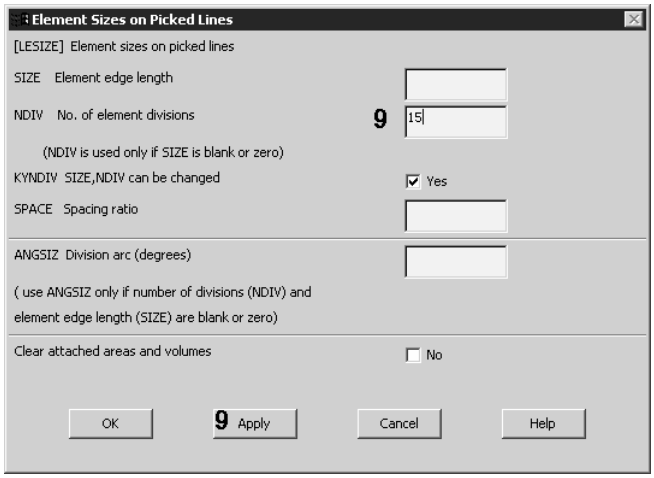

图 20.12 对线进行网格控制
8. 对端面上的线进行分网控制。在网格划分工具对话框(Mesh Tool)中的尺寸控制(Size Controls)区中，单击 Lines (线单元)的 Set 按钮，将弹出 Element Sizes on Picked Lines (选定线的单元尺寸定义) 拾取对话框。在图形输出窗口中单击轴某个端面上的两条圆弧线，然后单击拾取对话框中的 Apply 按钮，将弹出 Element Sizes on Picked Lines (选定线的单元尺寸) 定义对话框，如图 20.12 所示。